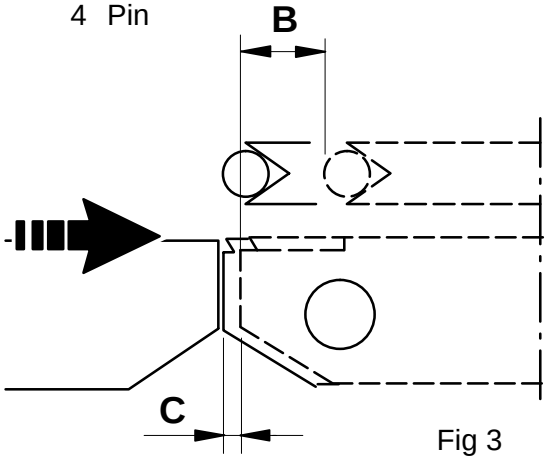
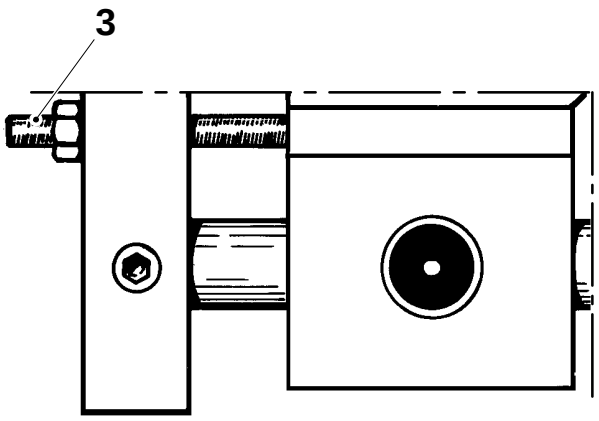

Fig 3
Fig 4
d) Activate the solenoid valve (2) of the pressure jaw cylinder. The jaw pressure should now press back the heating jaw so that it moves measure C (fig. 3). If this does not occur, adjust the cylinder shaft and make a new stroke with the cylinder and repeat until the correct measurement is obtained.
e) Deactivate the solenoid valve and align the stop screw (3) so that the cylinder does not reach/touch the bottom, see fig. 4.
f) Check that the pin (4) is free from the roller.
g) Activate the solenoid valve and adjust the screw (1) so measure B is maintained. The pin overlap, see fig. 3.